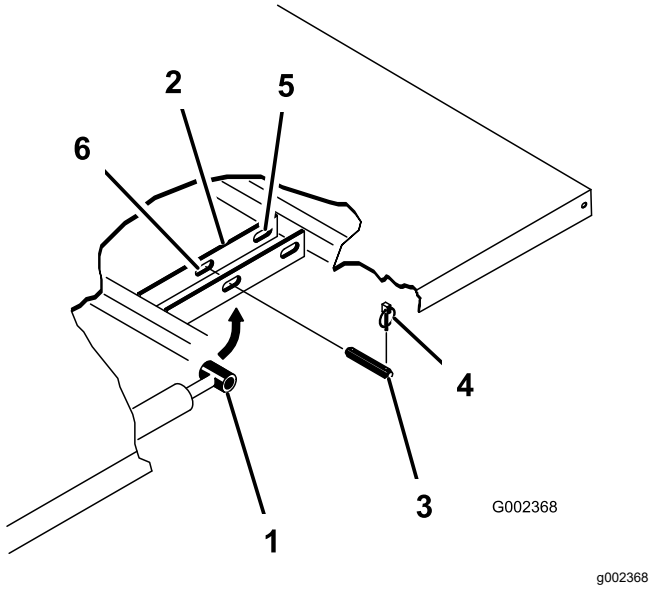

**図 23**
3. シリンダの外側端部からリンチピンを外す図 23。
4. シリンダロッドの端部を荷台取り付けプレートのスロットに固定しているクレビスピンを内側に押し込んで外す(図 23)。
5. ピボットブラケットをフレームに固定しているリンチピンとクレビスピンを外す図 23。